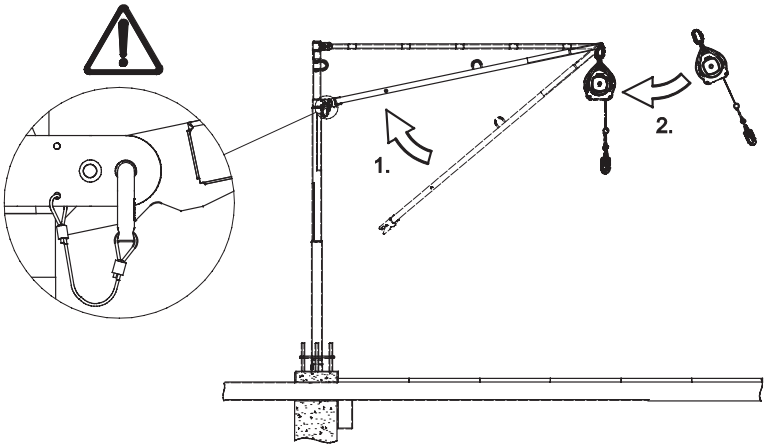
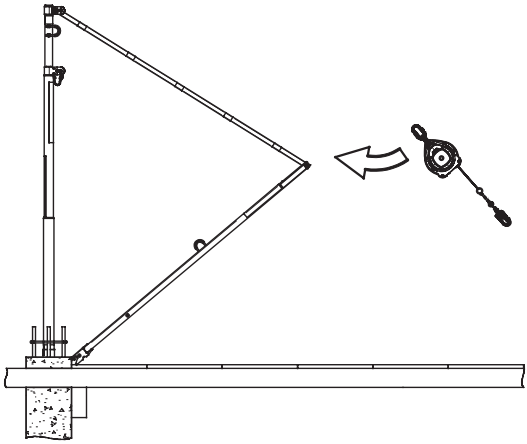

Figura 28. *Assemblaggio di SkyReach Anchor e fissaggio di un blocco di arresto anticaduta Falcon da 6,2 m*
Figura 29. *Collegamento di un blocco di arresto anticaduta Falcon da 6,2 m.*
3. Procedere con (1) assemblaggio completo di SkyReach Anchor posizionando il gancio del supporto negli anelli inferiori sul sostegno secondo quanto mostrato in Figura 28, fissare il supporto con il perno di blocco secondo la figura. Quindi collegare il blocco di arresto anticaduta al punto di ancoraggio e accertarsi che sia fissato correttamente. **Oppure** (2) procedere disponendo il braccio e il supporto secondo quanto mostrato in Figura 29, collegare il blocco di arresto anticaduta al punto di ancoraggio, in quanto ora si trova a un'altezza inferiore, prima di fissare il supporto al sostegno.